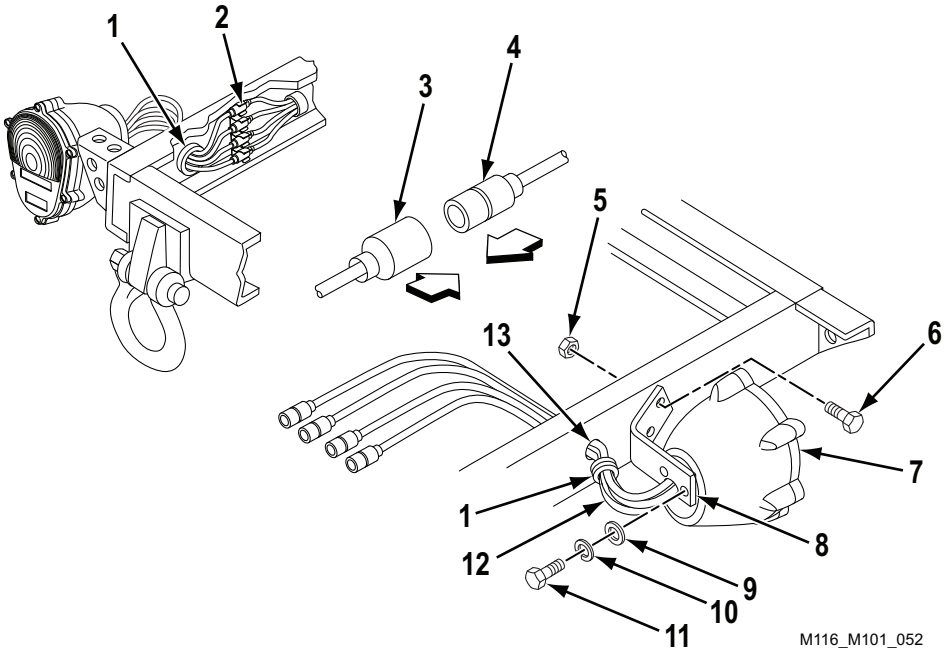

Figure 4. Composite Stoplight-Taillight Installation.
1. If bracket (Figure 4, Item 8) is removed, install bracket (Figure 4, Item 8) on frame with two cap screws (Figure 4, Item 6) and new self-locking nuts (Figure 4, Item 5).
2. Install composite stoplight-taillight (Figure 4, Item 7) on bracket (Figure 4, Item 8) with two new washers (Figure 4, Item 9), new lockwashers (Figure 4, Item 10), and cap screws (Figure 4, Item 11).
3. Feed four wires (Figure 4, Item 12) of composite stoplight-taillight (Figure 4, Item 7) through hole (Figure 4, Item 14) in frame.
4. Position grommet (Figure 4, Item 1) around four wires (Figure 4, Item 12), and install grommet (Figure 4, Item 1) through hole (Figure 4, Item 13) in frame.
5. Connect four composite stoplight-taillight connectors (Figure 4, Item 3) on four chassis wiring harness connectors (Figure 4, Item 4). Place connectors (Figure 4, Items 3 and 4) in clip (Figure 4, Item 2).